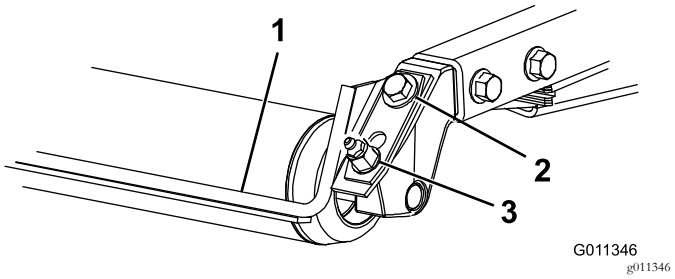

**Figura 9**
1. Allentate il raccordo d'ingrassaggio e la vite di montaggio (Figura 9).